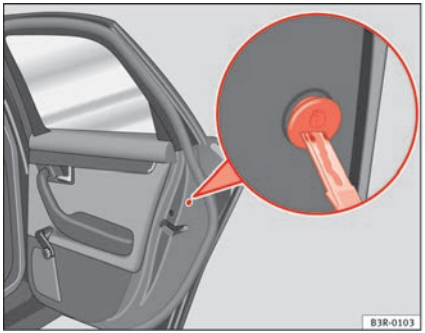

Fig. 71 Manual locking device
– Use the key ⇒ page 99, fig. 71 to turn the cap slightly and then fold it downwards.